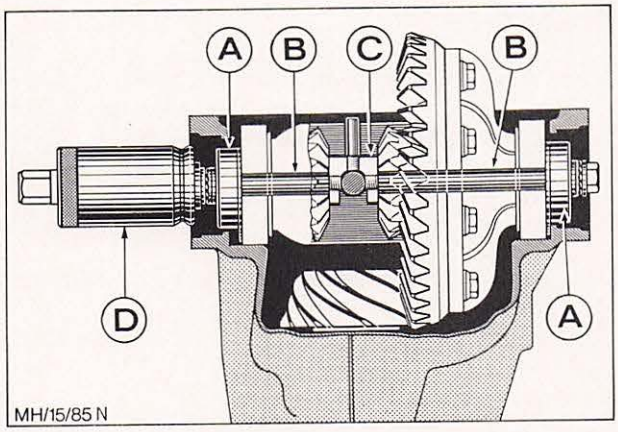

Abb. 80 Spezialwerkzeug 15-009 und 15-023
39. Spezialwerkzeug 15-009 montieren. Hierzu Verbindungsbügel auf die Welle – Ausgleichgetriebe legen, beide Zugbolzen durch die Druckstücke führen und bis zum Anschlag in den Verbindungsbügel einschrauben, Abb. 80.
40. Druckmeßgerät 15-023 aufschrauben und Sechskant des Gerätes bei neuen Lagern so lange im Uhrzeigersinn drehen, bis die äußere Glocke des Werkzeuges auf die **zweite** Strichmarkierung zeigt (bei gelaufenen Lagern auf die **erste**), Abb. 80 und 81.